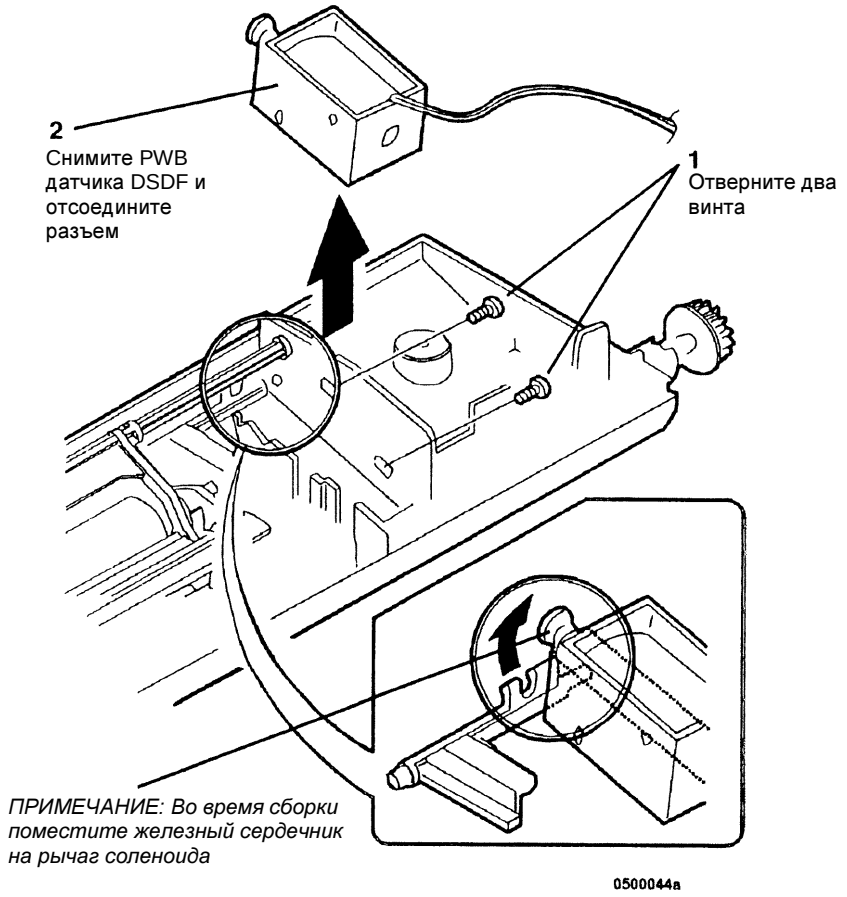

Рисунок 2 Снятие соленоида подачи для DSDF (SOL1)
3. (Рисунок 2): Снимите соленоид подачи для DSDF (SOL1)